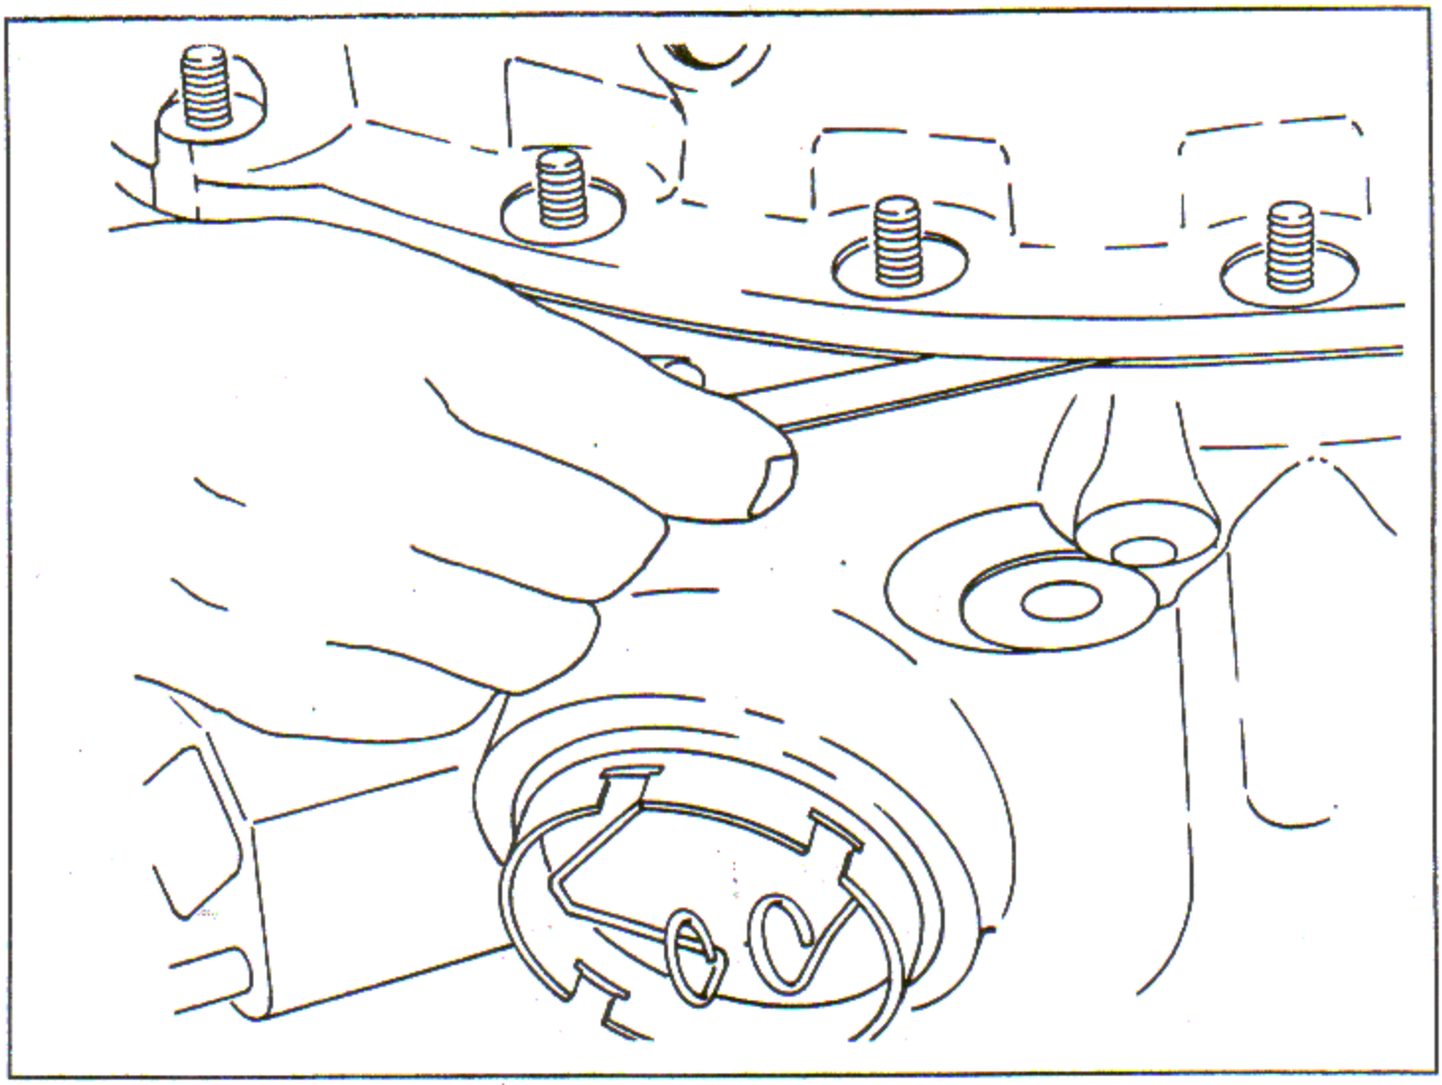

Figure 7-31. Measuring Distance Between Supercharger Front and Rear Housings
b. Place the supercharger front housing, front end down, on a work bench. Install the supercharger rear housing in position without a gasket between the parting surfaces. Ensure the diffuser vanes are contacting the supercharger front housing. Measure the clearance between the surfaces of the supercharger front and rear housings, using two sets of feeler gages on diametrically opposite sides of the housings. See figure 7-31.